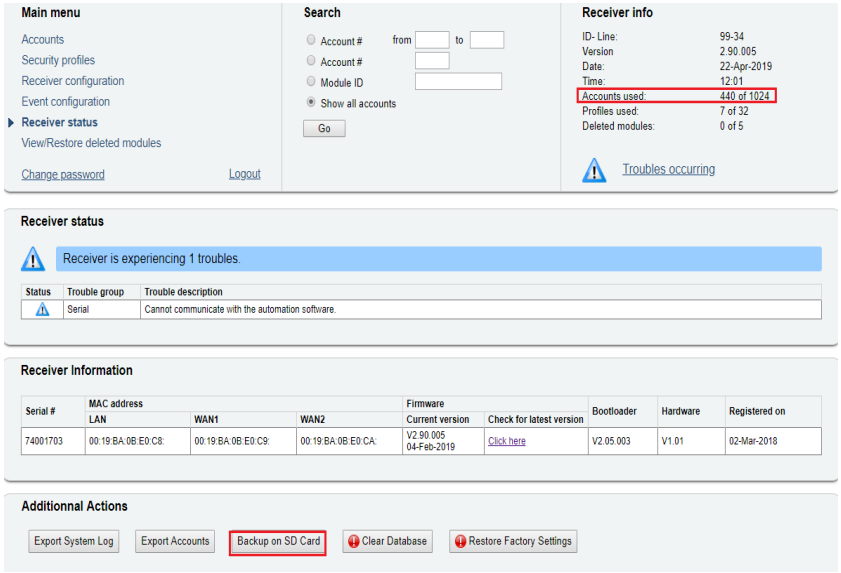

Fig. 22 Backup on SD Card
1. Please connect with a browser to IPR512 web interface and make a manual backup (Backup on SD Card button below – Fig. 22) of data to SD Card (please make sure that SD Card is inserted into IPR512). This will ensure that latest IPR512 database is exported to SD Card.